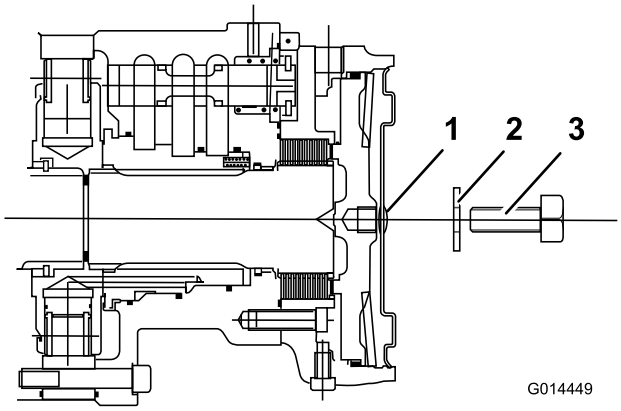

Figur 63
4. För in en M12 x 40 mm lång ställskruv med bricka i hålet i mitten på motorns ändplåt (Figur 63).
5. Dra åt ställskruven i det gängade hålet i bromskolven tills bromsen frigörs (Figur 63).
6. Lokalisera den vänstra framhjulmotorns skivbromsenhet och upprepa samma procedur som tidigare (Figur 63).